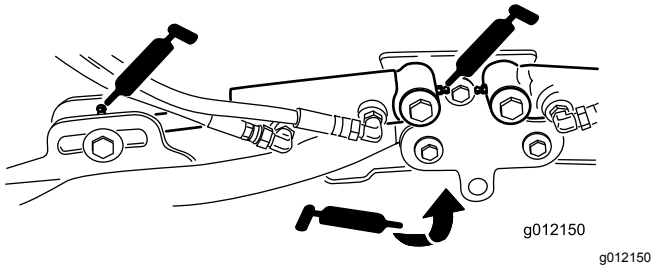

Figur 77
- Løftearmssylindere for klippeenheten (2 hver) (Figur 77)
- Løftearmsdreietapper (1 hver) (Figur 77)